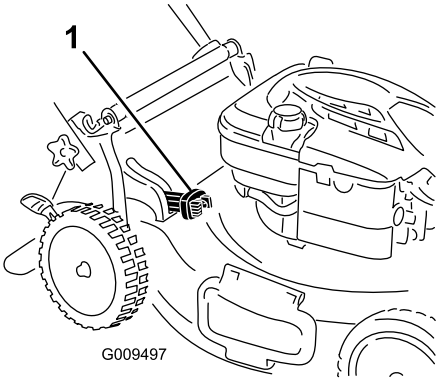

Figur 19
- Om du vill samla upp gräs- och lövklipp trycker du på knappen på uppsamlingspåsens snabbutlösarspak och för spaken framåt till dess att knappen på spaken hoppar upp (Figur 19).